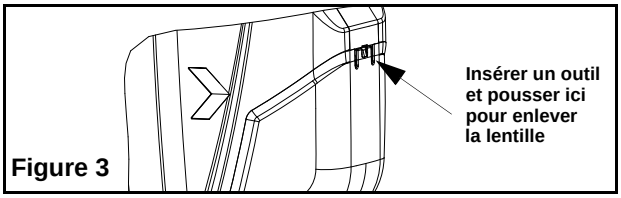
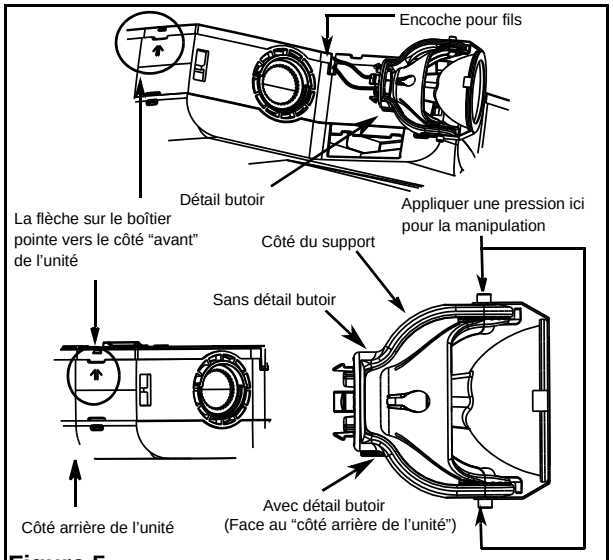

Figure 3
Figure 5
11. Enlever les lentilles (voir fig. 3) et jeter les sacs en plastique. Installer des lampes tel qui indiqué à la figure 5. Orienter les lampes tel que désirée. Remettre les lentilles en place.
3. Orienter et insérer en portant attention à l'orientation du détail butoir selon la figure 5.
4. Manipuler les assemblages en appliquant une pression sur chaque côté du support selon la figure 5.